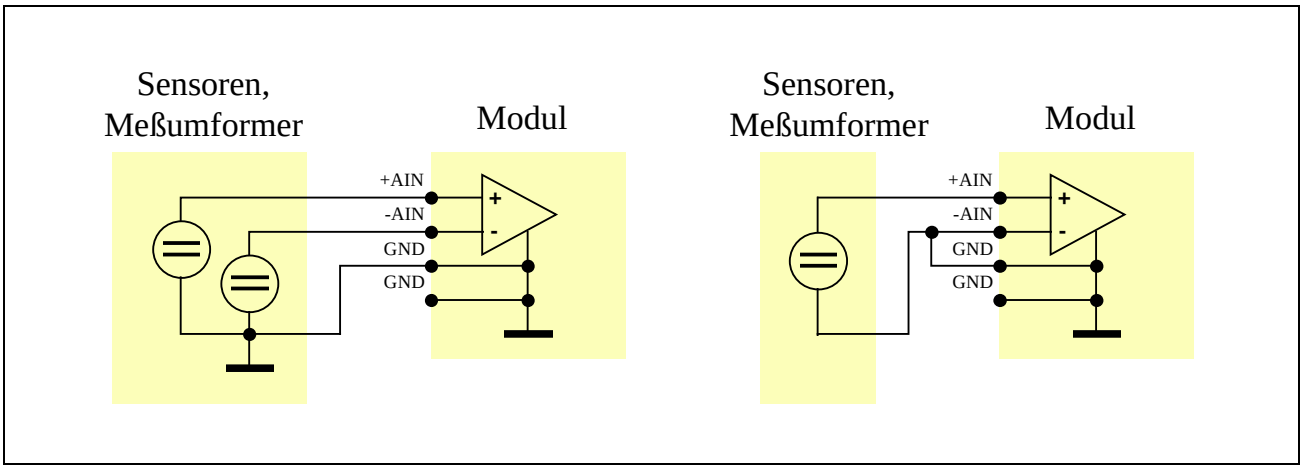

Abb. 1-2: Anschluß einer 3-poligen Signalquelle an einen Differenzeingang (links) und Anschluß einer 2-poligen Signalquelle an einen Differenzeingang (rechts)
- *Bei 2-poligen Signalquellen (z.B. einem Meßverstärker mit galvanischer Trennung oder einer Batterie) ist eine Differenzmessung eigentlich nicht erforderlich. Wenn sie trotzdem verwendet wird, muß einer der beiden Pole zusätzlich mit einem der beiden Masseeingänge verbunden werden (siehe Abbildung 1-2, rechts).*